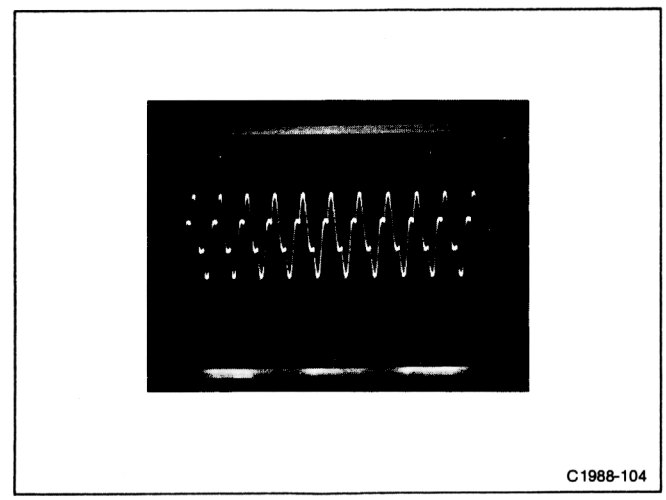

**Figure 4-6. Current waveform at A23T30 for normal inverter operation at line voltage of 115 V.**
5. If a burst waveform was obtained in part 4 above, check for stable inverter operation when the line input voltage is increased to about 85 volts. Figure 4-6 shows the current waveform at A23T30 for normal inverter operation at a line source of 115 volts. (NOTE: The test oscilloscope horizontal sweep rate has been changed to about 50 microseconds/division for Fig. 4-6.)